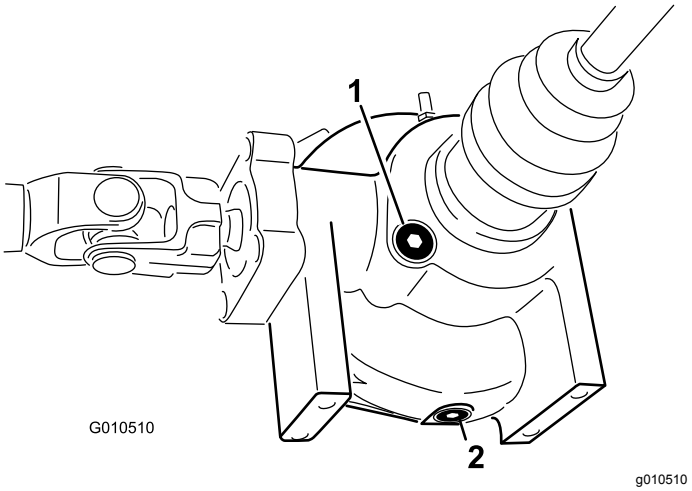

Rysunek 22
2. Oczyść obszar wokół korka wlewu/kontroli z boku mechanizmu różnicowego (Rysunek 22).